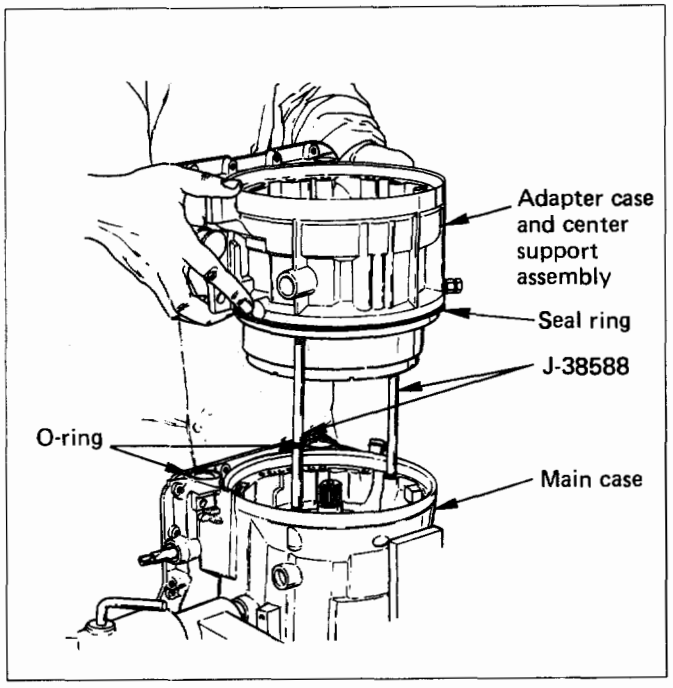

Fig. 7A-49
21. Thrust washer (Fig. 7A-50)
20. Overdrive internal gear (Fig. 7A-50)